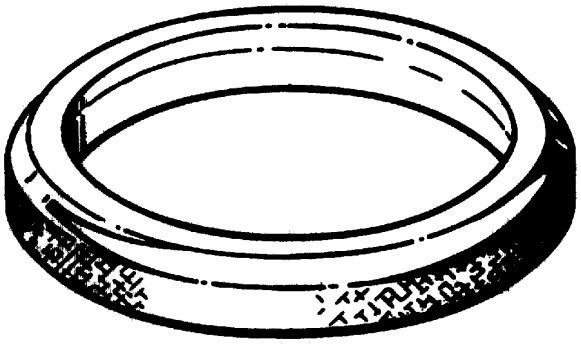

Figure 12. 6796901 Compressor Front Bearing Outer Race Compressor
e. Apply MIL–PRF–23827 grease on the inside diameter of the 6796901 compressor tool (figure 12) to prevent damaging the roller bearing outer race.